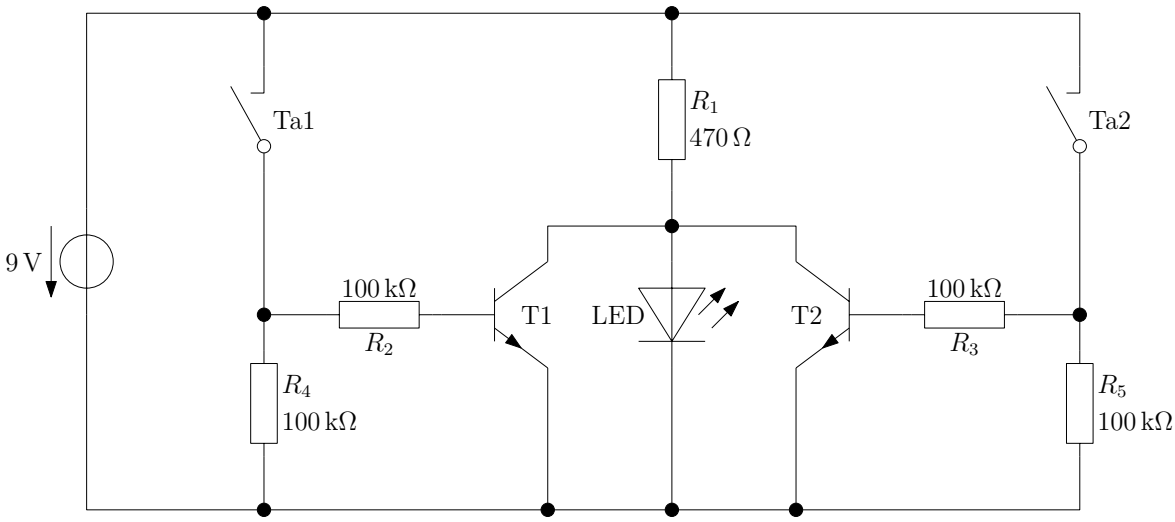

Abbildung 2.23: Experiment – Logikschaltung „NOR“ (nicht oder)
**Versuchsaufbau und -durchführung** Bauen Sie die Schaltung nach Abb. 2.23 auf. Beobachten Sie die LED und gehen Sie mit Ta1 und Ta2 alle Schaltzustände gemäß Tabelle 2.4 durch.